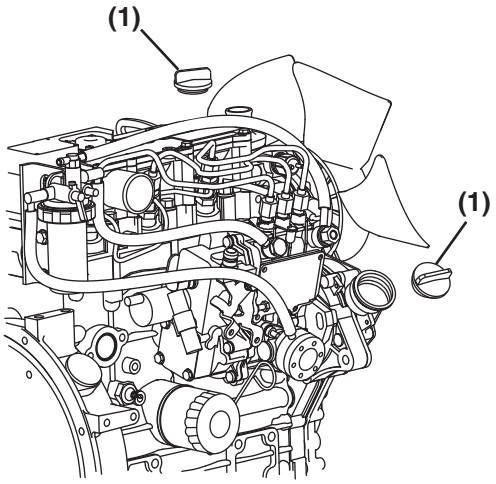

Figure 5-1
4. Remove the oil filler cap **(Figure 5-1, (1))** to vent the engine crankcase and allow the engine oil to drain more easily.